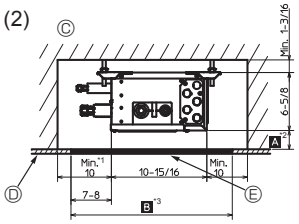
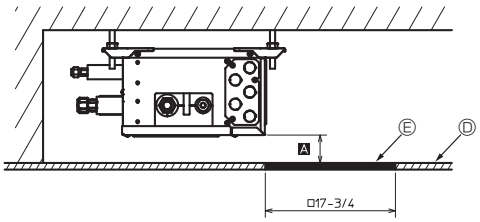

Fig. 4-7
Fig. 4-8
(2) Vista lateral (Fig. 4-7, Fig. 4-8)
En el caso de “ □ 17-3/4 pulgadas (450 mm)”, debe prepararse un orificio de mantenimiento en el lado de la PCB (tal y como se muestra en la Fig. 4-8), y se necesitará “Mín. 11-13/16 pulgadas (300 mm)” como distancia A.